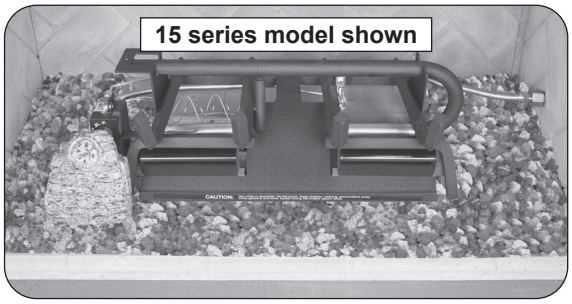

**Fig. 18-2** Place lava granules
1. Spread the supplied lava granules on the floor of the fireplace; around the front and sides of the burner system (see Fig. 18-2). The lava granules may be placed around the remote receiver (as applicable). Leave the front of the receiver clear for control access.